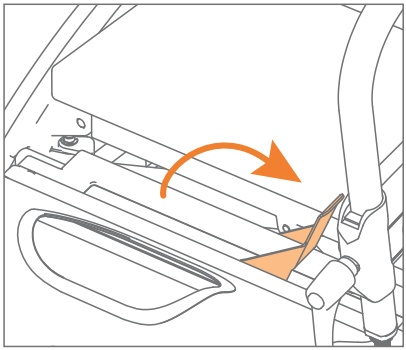

Figure 49: Décrocher le kit chaise roulante.
a. Tirez sans exercer de force le levier rouge vers le haut. Cela provoque le retrait des boulons de fixation. C'est le déverrouillage **(Figure 49)**.